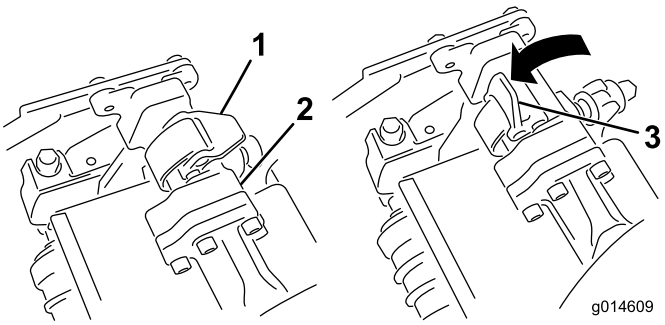
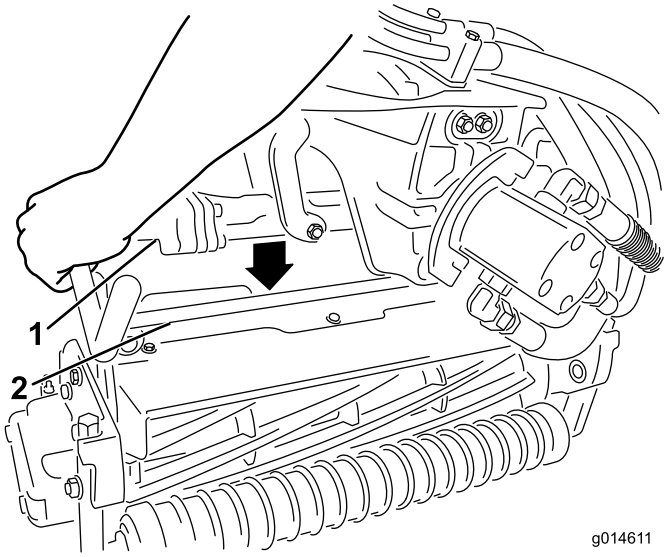

Figur 13
Figur 14
9. Åpne låsene på hjulopphengsarmbøylen slik at de peker opp (dvs. at de er åpne) (Figur 13), og trykk hjulopphengsarmen ned så bøylen ligger over klippeenheten (Figur 14).
10. Skyv låsene ned og rundt klippeenhetsbøylen og lås dem slik at de sitter på plass (Figur 13).